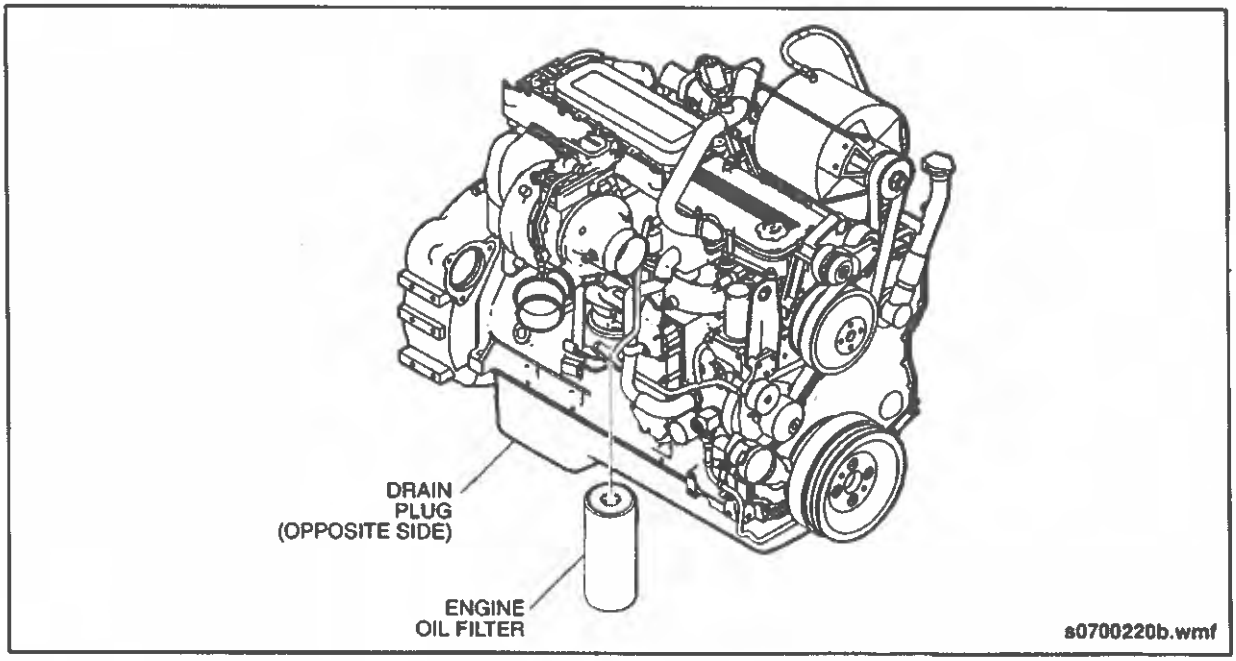

Fig. PM-13: Engine Oil Filter
2. Remove the oil drain plug from the bottom of the oil pan. See "Fig. PM-13: Engine Oil Filter" on page 25.